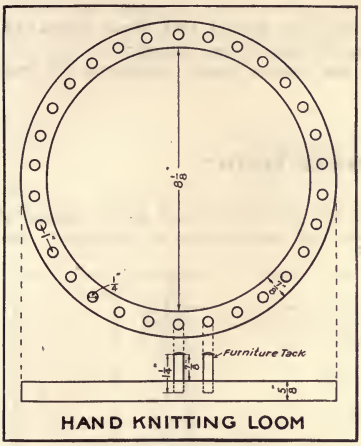

Fig. 59.
36. Girls become familiar with real knitting needles, and learn to knit in the usual way. Boys, on the other hand, become familiar with tools and learn almost nothing of knitting or textile operations. The following loom was evolved for use of boys and girls and can be employed in the knitting of socks or other articles. The general dimensions of the loom are indicated on the drawing, Fig. 59. The size may vary depending upon the size of the article to be made. It may be small enough for a wristlet or large enough for a sweater. Other shapes may also be made. After the size desired has been decided, a detailed drawing should be made from which to construct the loom. After the drawing has been completed, the stock should be selected.